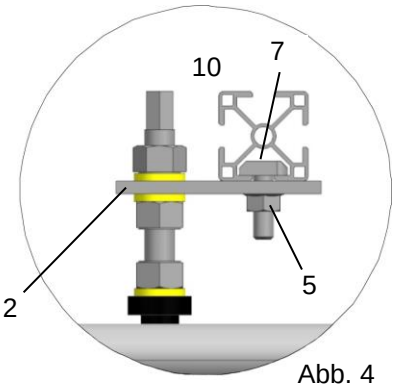

Abb. 4
5. Setzen Sie die Adapterplatte (2) bei den unteren und oberen Stockschrauben (1) und schrauben Sie diese mit Mutter (4), Scheibe (8) und Fächerscheibe (9) fest (Abb. 4). Durch das Langloch kann ein eventueller Schraubenversatz ausgeglichen werden.
6. Montieren Sie nun die Montageschienen (10) oben und unten mittels Torbandschrauben (7) und Sperrzahn-Mutter (5) am Montagewinkel (Abb. 4).